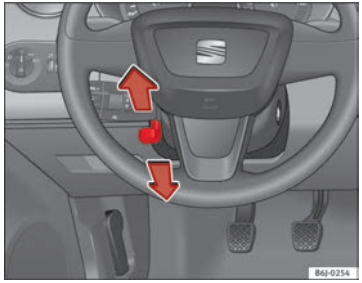

Fig. 96 Steering column height adjustment
– Push the lever under the steering column ⇒ Fig. 96 down ⇒ ⚠.
– Adjust the steering wheel until the correct position is set ⇒ Fig. 96.
- **Adjust the driver seat or steering wheel so that there is a distance of at least 25 cm between the steering wheel and your chest ⇒ Fig. 96. If you fail to observe the minimum distance, the airbag will not protect you. Risk of fatal injury.**